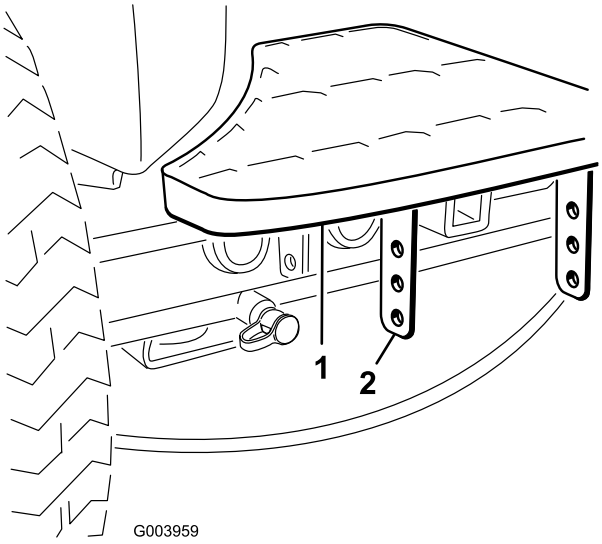

Figuur 2
1. Verwijder de 2 bouten en moeren waarmee de beugels van de treeplank zijn bevestigd aan het frame van de tractie-eenheid (Figuur 2)